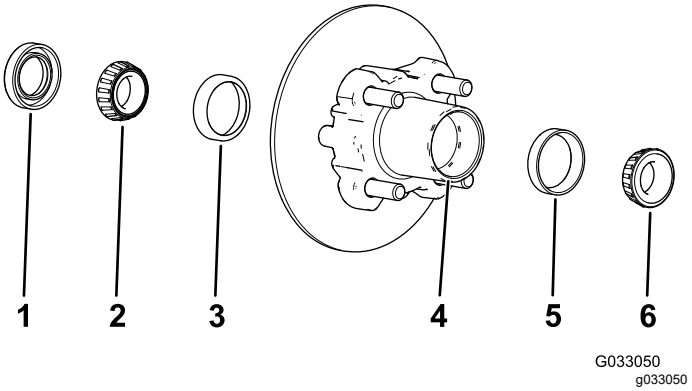

Figura 33
1. Retire o rolamento exterior e a correia do rolamento do cubo (Figura 33).
2. Retire o rolamento interior do cubo (Figura 33).
5. Limpe a cavidade do cubo de lubrificante, sujidade e detritos (Figura 33).
7. Encha a cavidade do cubo 50 a 80% com o lubrificante especificado (Figura 33).
8. Monte o rolamento interior na correia no lado interior do cubo e coloque o vedante (Figura 33).